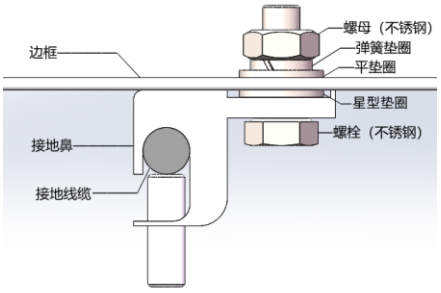

图21 接线鼻配合螺栓安装示意图
- 使用接线鼻配合螺栓安装：首先将接地电缆头剥线合适的长度，剥线过程中注意不要损伤金属线芯，并将剥过线的接地电缆线头插入接线鼻的插口内， 再将紧固螺钉拧紧，使用不锈钢螺栓和连接件将接线鼻连接到铝边框上，安装示意见图 21。